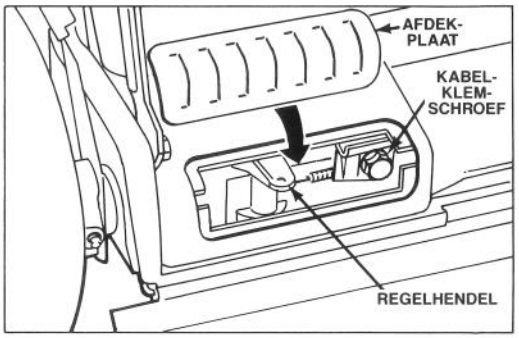

Afbeelding 26
2. Verwijder de afdekplaat aan de achterkant van het huis (Afb. 26).
4. AFSTELLING (Afb. 26)–Draai de kabelklemschroef los tot de kabelgeleider kan schuiren. Trek de schakelhendel in de richting van de klemschroef. Trek de kabel naar rechts om hem aan te spannen en draai dan de klemschroef opnieuw vast.
5. Verwijder de afdekplaat en maak het gebied rondom de tandwielkast schoon (Afb. 26).